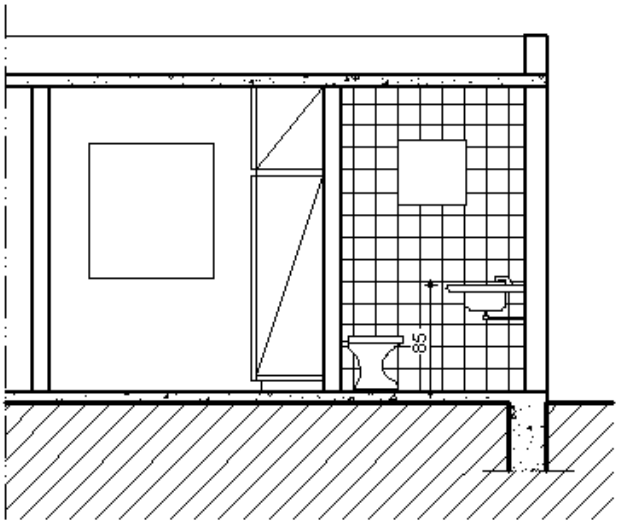

FIGURA 46 – É facultativo indicar layout e suas cotas nos cortes.
C.2.12) Layout: É facultativo indicar as peças hidrossanitárias, as bancadas e os armários, bem como as cotas referentes às suas alturas (FIGURA 46).